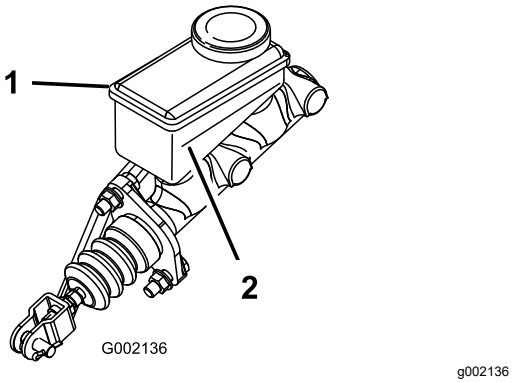

Figuur 55
3. Kijk naar de omtreklijn van het vloeistofpeil aan de zijkant van het reservoir (Figuur 55).
B. Giet DOT 3 remvloeistof in het reservoir tot het vloeistofpeil boven de Minimum-lijn staat (Figuur 55).